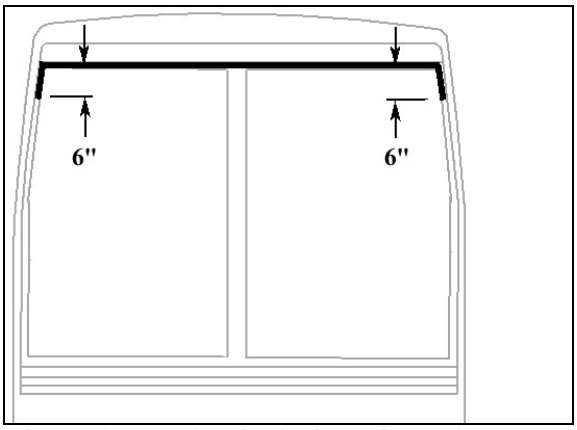

**FIGURE 59: APPLICATION OF SIKA 221 BLACK**
8. Apply Sika 221 black (Figure 59) between fiberglass and rubber extrusion.